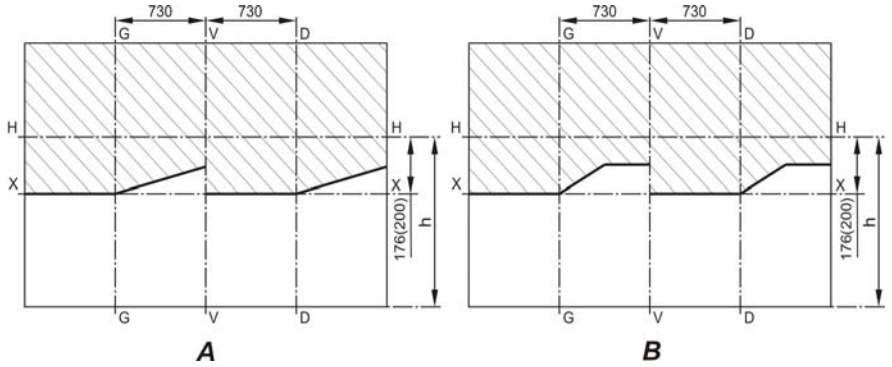

Рис. 8.6. **Разметка экрана для регулировки фар:**
– установить ненагруженный автомобиль на ровную горизонтальную площадку на расстоянии 10 м от экрана (рис. 8.6);
У отрегулированных фар горизонтальный участок светотеневой границы должен совместиться с линией X—X (рис. 8.6А, 8.6В), наклонные участки светотеневой границы должны соответствовать рис. 8.6А (с маркировкой на рассеивателе «AL» и рис. 8.6В (с маркировкой на рассеивателе «OCBAP»), а точки пересечения горизонтального и наклонного участков светотеневой границы – с линиями G—G и D—D.